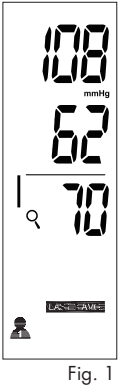

Fig. 1
3. La unidad primero mostrará el promedio de las últimas tres mediciones, Fig 1. Si hay menos de 3 lecturas en la memoria, se mostrará la lectura más reciente.